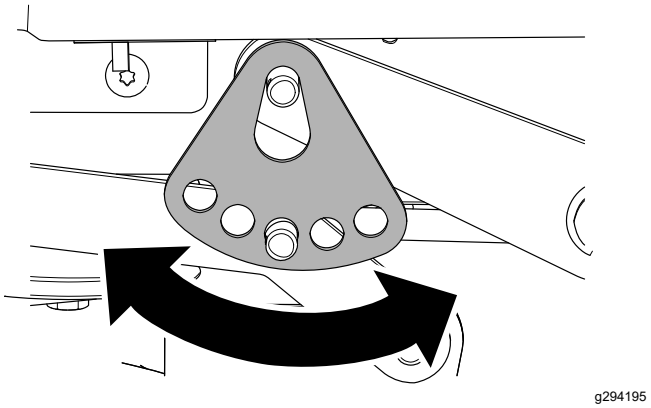

Figura 61
7. Gire la placa de ajuste de la altura de corte a otro orificio para que apoye el peso de la carcasa de corte después de instalar la placa (Figura 61).
8. Instale la arandela y la chaveta (Figura 61).